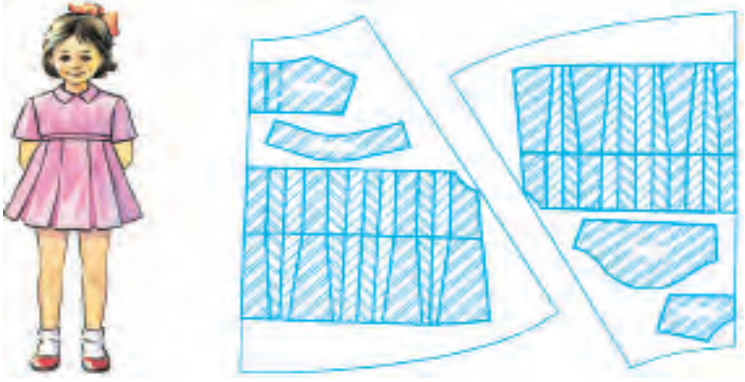

Рис.78. Раскрой детского платья из расширенных деталей юбки.
Изменение размеров выкройки. Для увеличения размеров выкройки, (рис.78 и 79), чертят квадрат нужной величины (при этом нужно обратить внимание, чтобы расстояние по линии груди составляло 52
1. Приготовить выкройку нужного размера платья для девочек и шорт для мальчиков как на рис.78 и 79.
2. Готовые выкройки разместить как на рис. 78 и 79 и выкроить. Платья для девочек и шорты для мальчиков шить в соответствии с картой швейного процесса.
Изучение подготовки выкройки и шитья детской одежды из изделий, вышедших из употребления, приобретение навыков практического выполнения этой работы, составление технологической карты. Самостоятельно сшить детскую одежду, указанную на рис.78–79, используя изделия, вышедшие из употребления.